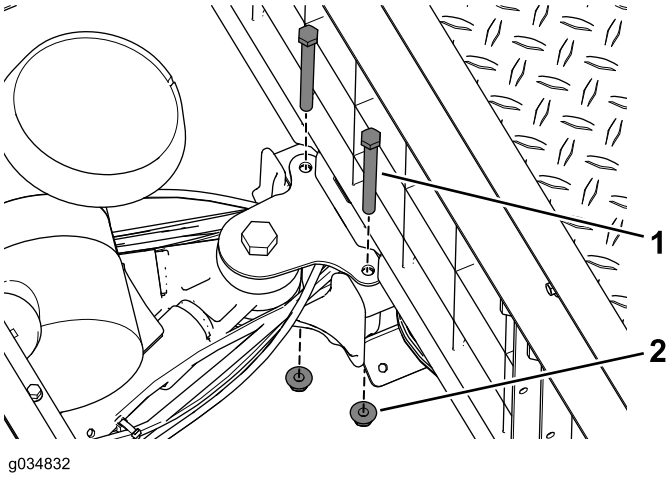

Figur 19
6. Ta bort skruvarna och flänsmuttrarna som håller fast pendelarmens fäste på mittkanalen (Figur 19).